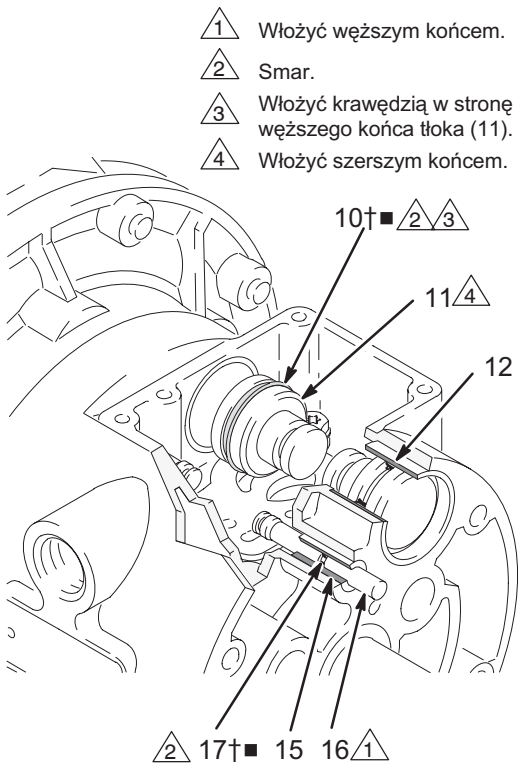

Rys. 10 02643
4. Wyciągnij dwa tłoki napędu (11) z łożysk (12). Zdejmij miseczki (10) z tłoków. Wyjmij trzpienie sterowania (16) z łożysk (15). Zdejmij pierścienie uszczelniające (17) z popychaczy, p. rys. 10.
6. Sprawdź łożyska (12, 15) nie demontując ich, p rys. 10. Łożyska zwężają się i w przypadku ich uszkodzenia muszą być wyjmowane od zewnątrz. Wymaga to demontażu bloku hydraulicznego, p. rys. 22.
4. Załóż pierścienie uszczelniające (17†■) na każdy z trzpieni sterujących (16). Nasmaruj trzpienie i pierścienie. Włóż trzpienie do łożysk (15), ***wąskim*** końcem, p rys. 10.
5. Załóż miseczkę (10†■) na każdy z tłoków (11) tak, by krawędzie miseczek były skierowane w stronę ***węższego*** końca tłoka, p. rys. 10.
6. Nasmaruj miseczki (10†■) i trzpienie (11). Włóż trzpienie do łożysk (12) ***szerokim*** końcem. Węższe końce trzpieni powinny wystawać, p rys. 10.